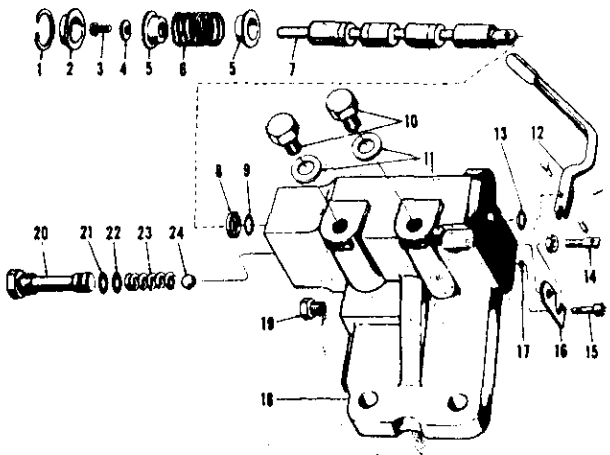
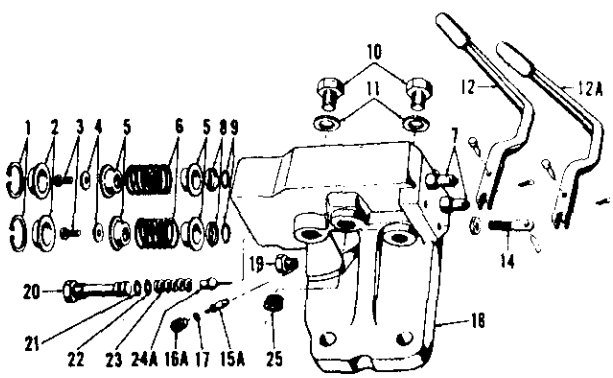

Fig. 425–Exploded view of single spool remote control valve without spool detent mechanism.
Fig. 426–Exploded view of two spool remote control valve without spool detent mechanism. Valve spools (7) are not shown removed; refer to (7–Fig. 425).
Single spool or double spool remote control valves, with or without detents, have been used on the model 2000, 3000 and 4000 tractors. Refer to Fig. 425 for an exploded view of the single spool, no detent valve, and to Fig. 426 for double spool, no detent valve, used prior to production date 5-70 (8-70 double spool).
370. Exploded views of the single spool and double spool remote control valves without spool detent are shown in Figs. 425 and 426. Either valve can be used with single or double acting remote cylinders. On single spool valve, open (turn out) the switch valve (15—Fig. 425) to operate a single acting remote cylinder from "LIFT" port of valve. On the double spool valve, back the Allen head screw (16A —Fig. 426) out two or three turns to operate a single acting cylinder from the "No. 1 LIFT" port. The valve levers must be held in raising or lowering position as the valve spools do not have detents. If valve is held open after cylinder reaches end of stroke, the tractor hydraulic system relief valve will open at approximately 2500 pounds pressure.
373. CONTROL VALVE SPOOLS, CENTERING SPRINGS AND SEALS. Remove the control levers by removing the clevis pins retaining lever to valve spools, then pull levers from pivot pins in the adjusting screws (14—Fig. 425 or 426). Remove the snap rings (1) that retain centering spring caps (2), then push or tap on rear (lever) end of valve spools to remove the valves (7), centering spring (6) assemblies and caps from front end of valve body. NOTE: On double spool control valves, be sure to tag the valve spools as they are removed as each valve is a select fit and not interchangeable. Remove screws (3) from ends of valve spools to remove centering springs (6), spring cups (5) and washers (4). Using a slide hammer with small internal pulling attachment (Nuday tool No. 7600-E or equivalent), remove the seal retainers (8) from valve bores. Remove the "O" rings (9 and 13) from valve spool bores.
To reassemble, proceed as follows: Lubricate the control valve spools and insert them into front (centering spring) end of valve body. Push the spools rearward so that rear ends are even with the "O" ring groove in valve body. Lubricate the "O" rings (13—Fig. 426) and using rear ends of valve spools as "back stops," insert the "O" rings in grooves in valve bores. Push the spools on through the "O" rings so that they extend about ¾-inch from rear of valve body. Lubricate the front "O" rings and push them into bore around the front ends of valves, then install the retainers (8) using a special driver (Nuday tool No. N-651 or equivalent). Reinstall the centering springs and cups, flat washers, retaining screws, caps, snap rings and control valve levers.
374. SINGLE SPOOL SWITCH VALVE. Loosen the locknut on lever adjusting screw (14—Fig. 425) and swing the retainer (16) out of way. Then, using an Allen wrench, unscrew the switch valve (15) from valve body. Remove and discard the "O" ring (17). Renew the switch valve if excessively pitted or distorted. Install and lubricate new "O" ring, then screw valve into valve body. Move the retainer into position and tighten adjusting screw lock nut while holding adjusting screw square with control lever.
375. DOUBLE SPOOL SWITCH VALVE. Using an Allen wrench, remove the set screw (16A—Fig. 426). Then, using needle nose pliers, pull the valve (15A) from valve body; remove